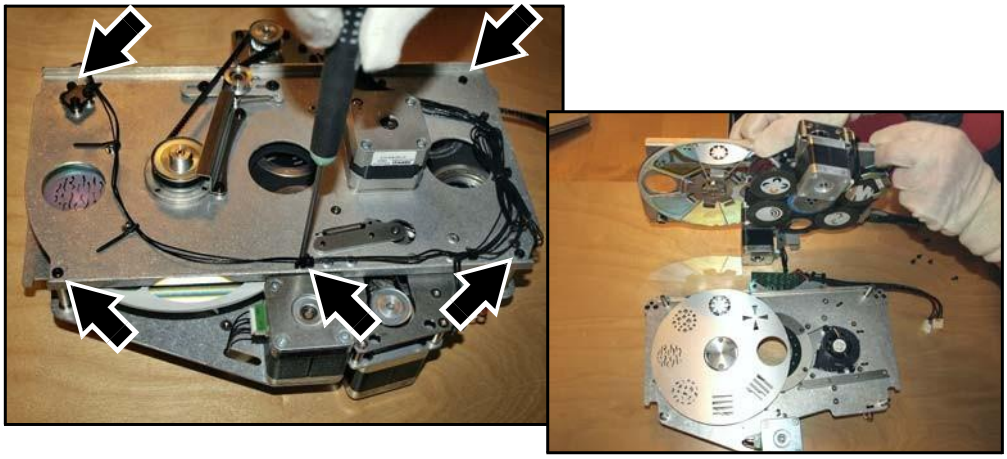

Рисунок 18: Открытие модуля проецирования
6. См. Рисунок 18. Поставить модуль проецирования на чистую ровную поверхность, как показано на рисунке, снять пять винтов под звездообразный ключ 10 (отмечены стрелками), которые удерживают части модуля вместе, и открыть модуль, таким образом получив доступ к эффектам создания проецирования.